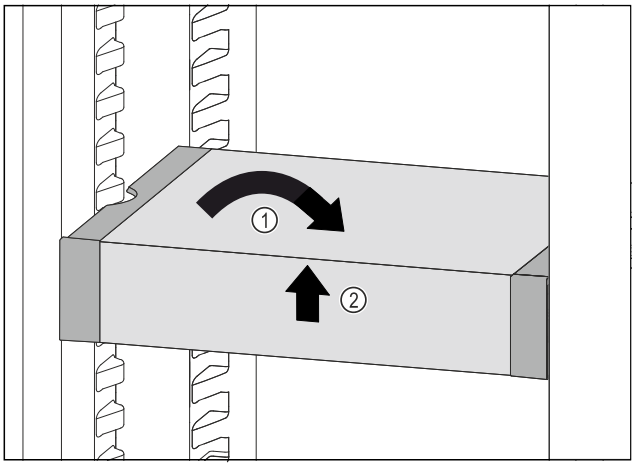

Fig. 174
▶ Novietojiet taisni VarioSafe. *Fig. 174 (1)*
▶ Paceliet priekšā VarioSafe. *Fig. 174 (2)*